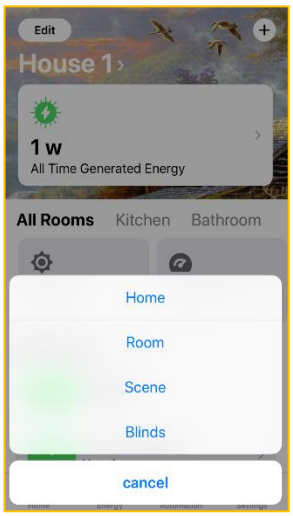

Figure 51
10.11.2. Select **Blinds** from the menu options *(Fig. 51)*.